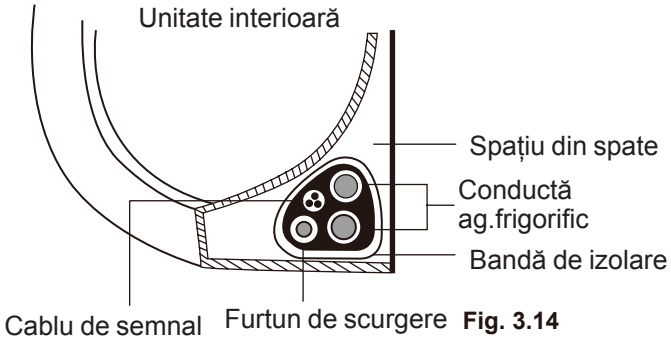

Fig. 3.14
3. Utilizând bandă izolatoare, înfășurați strâns cablul de semnal, conductele de agent frigorific și furtunul de scurgere. Verificați de două ori ca toate acestea să fie strânse conform cu **Fig. 3.14.**